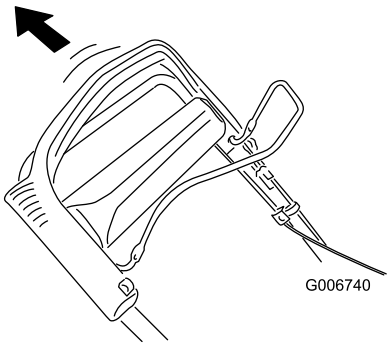

Figur 24
2. Dra tillbaka det övre handtaget så långt som möjligt (Figur 24).